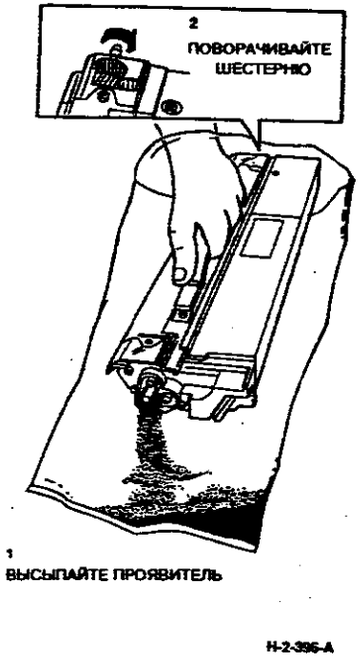

**Рисунок 2. Удаление проявителя**
6. (Рисунок 2) Поместите открытый конец узла проявления в пакет для замены проявителя и высыпьте проявитель в пакет, поворачивая заднюю шестерню в показанном на рисунке направлении.